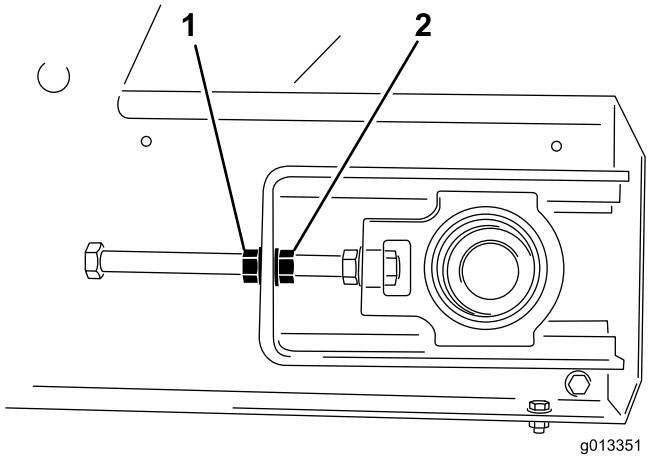

Rysunek 55
4. Za pomocą dwóch kluczy przytrzymaj koniec linki napinacza w miejscu, a następnie odkręć nakrętkę zabezpieczającą, tj. nakrętkę znajdującą się najbliżej końca linki (Rysunek 55).
3. Po stronie, w którą taśma zmienia przebieg, przytrzymaj koniec linki napinacza w miejscu, a następnie odkręć nakrętkę zabezpieczającą i dokręć nakrętkę regulacyjną za dwa płaskie fragmenty nakrętki (Rysunek 55).